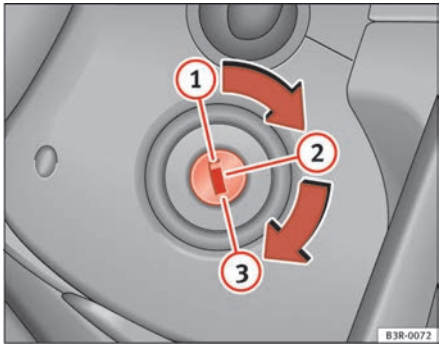

Fig. 140 Ignition key positions
– Turn the ignition key to position (0) ⇒ page 164, fig. 140.